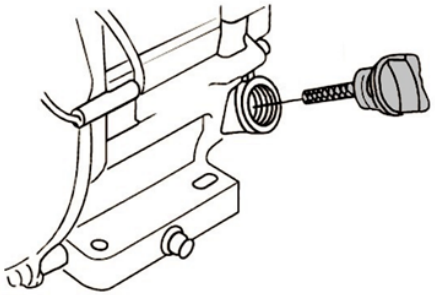

Рис. 25 Крышка-щуп нижней маслозаливной горловины
2. Открутите крышку-щуп нижней маслозаливной горловины и извлеките щуп (Рис. 25).